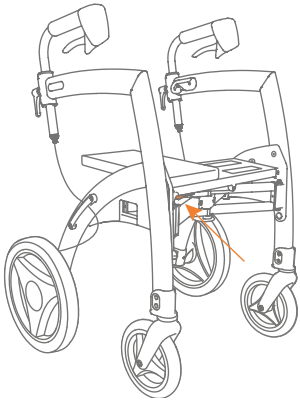
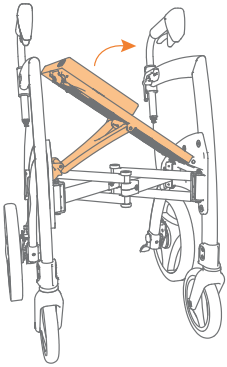

Figure 11A: Push the red handle while lifting the seat.
Figure 11B: Lift the seat partially.
d. Push the red release handle under the seat **(Figure 11A)** and lift the seat partially **(Figure 11B).**